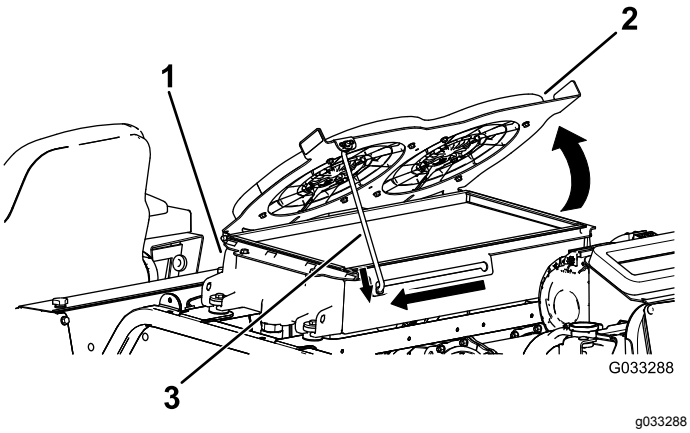

Figuur 122
2. Draai de hydraulische koelventilators naar boven en zet de steunstang vast in de inkeping (Figuur 122).